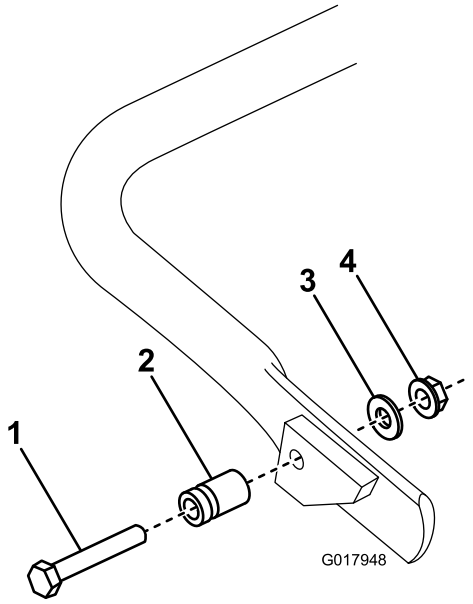

Figur 5
1. **Kun for 04056**. Koble fjærbolten til høyre side av støtten (Figur 5) med bolten, skiven og flensmutteren som fulgte med.